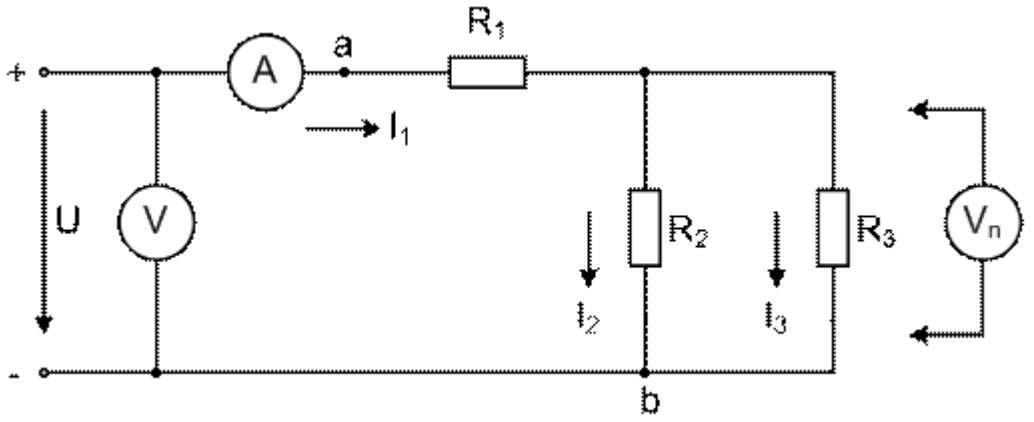

Рис. 2.4. Схема разветвленной цепи при смешанном соединении сопротивлений
3. Собрать схему (рис. 2.4). Измерить ток и напряжение на каждом сопротивлении и во всей цепи. Рассчитать ток и мощность в каждой ветви.
| Смешанное (рис. 2.4) | | | | | | | | | | | | | | | | |